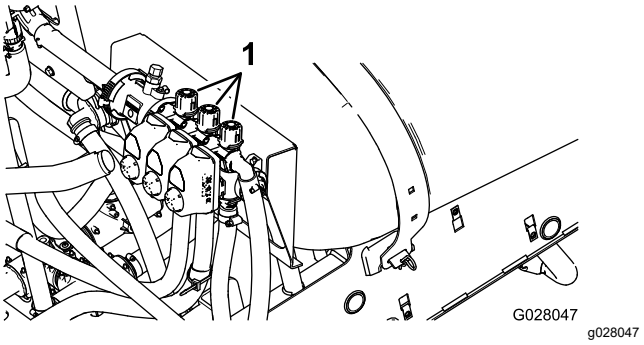

Rysunek 21
2. Wyłącz lewą sekcję i wyreguluj pokrętło obejścia sekcji (Rysunek 21), aż odczyt ciśnienia będzie zgodny z wcześniej ustawioną wartością (zazwyczaj 2,75 bara lub 40 psi).
4. Wyreguluj pokrętło obejścia prawej sekcji (Rysunek 21), aż odczyt ciśnienia będzie zgodny z wcześniej ustawioną wartością (zazwyczaj 2,75 bara lub 40 psi).
6. Wyreguluj pokrętło obejścia centralnej sekcji (Rysunek 21), aż odczyt ciśnienia będzie zgodny z wcześniej ustawioną wartością (zazwyczaj 2,75 bara lub 40 psi).